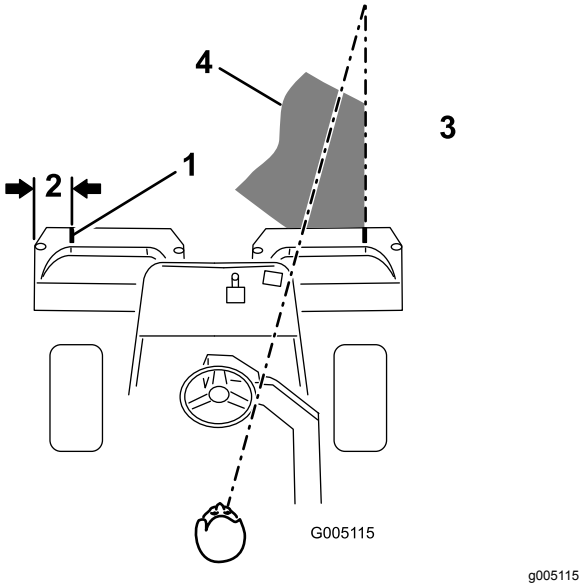
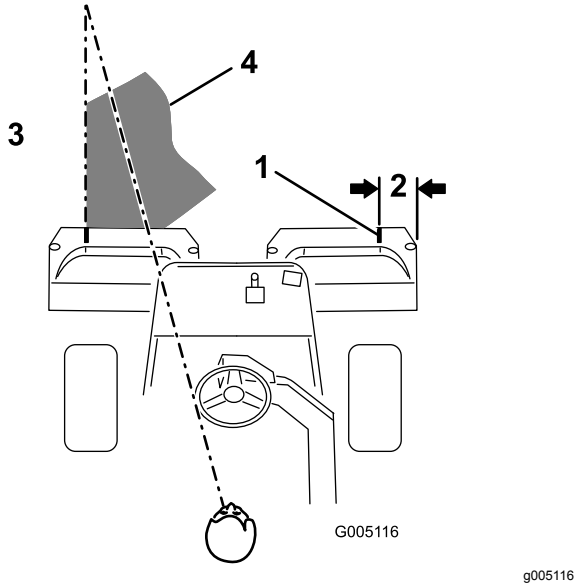

**Figur 29**
**Figur 30**
2. Fest en hvit tape eller mal en hvit stripe som løper parallelt med den ytre kanten på hver kurv (Figur 29).
3. Overlapp den forrige retursnarveien minimalt. For at du skal klippe i en rett linje over greenen og holde maskinen på lik avstand fra kanten på den forrige lengden du klippet, må du lage deg en siktelinje på ca. 1,8–3 m fremfor maskinen til kanten på den delen av greenen du ikke har klippet enda (Figur 29 og Figur 30). Noen synes at det hjelper å inkludere den ytre kanten på styrehjulet som en del av siktelinjen, dvs. holde kanten på styrehjulet i en rett linje i forhold til et punkt som alltid har samme avstand til fronten på maskinen (Figur 29 og Figur 30).